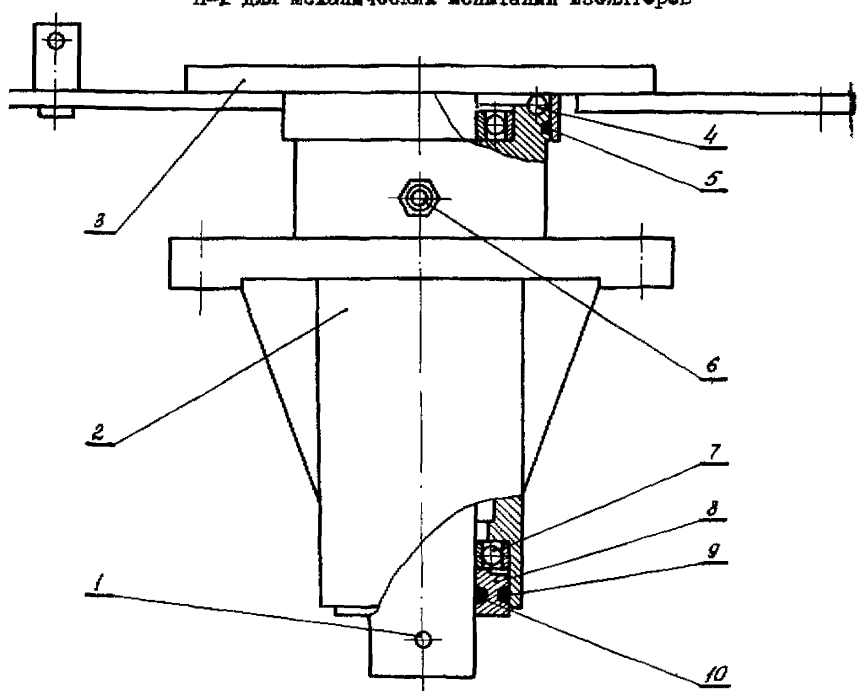

Рис.5. Основание изолятора:
03.5. Удалить шплинт I (рис. 5), пенять опорный изолятор над основанием 2 и отвести изолятор в сторону.
03.I2. Собрать основание согласно рис.5